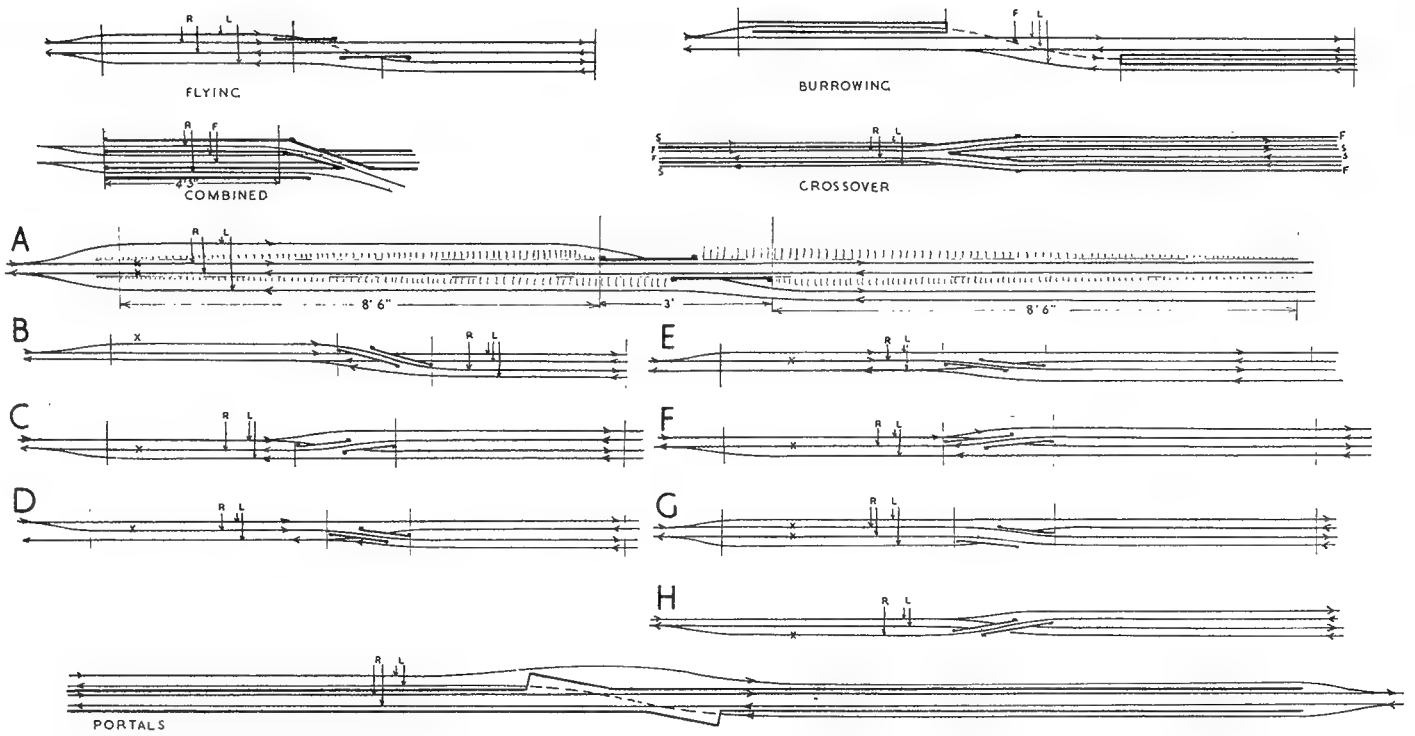

FIG. 27. FLYING- AND BURROWING-JUNCTIONS
A study of the uses of over- and under-track junctions is well worth while for the layout designer. Supposing that we desire to avoid the complications of a double-junction by carrying the crossover track above or below the main lines, and that we adopt the reasonable gradient of 1 in 40 as our principle of rise or fall. Methods of doing this are shown in Fig. 27 in the small diagrams at the top. First we have a plain flying-junction, in which R represents the rising tracks and L the level tracks. Here, the two main tracks are in the centre, and they are carried over the branch track, which passes by way of a bridge beneath the former. Having risen sufficiently to allow this underpass, the main tracks again run downwards to the normal level. This is known as a flying-junction; but in the burrowing-junction opposite, the procedure is, as it were, reversed. That is, the main tracks remain level (L) while the branch track burrows down between retaining walls and thus passes under. Further, seeing that the main lines remain level, it is not necessary to take out the down branch until at a point just ahead of the subway, and there is thus a saving in track by using the burrowing method.